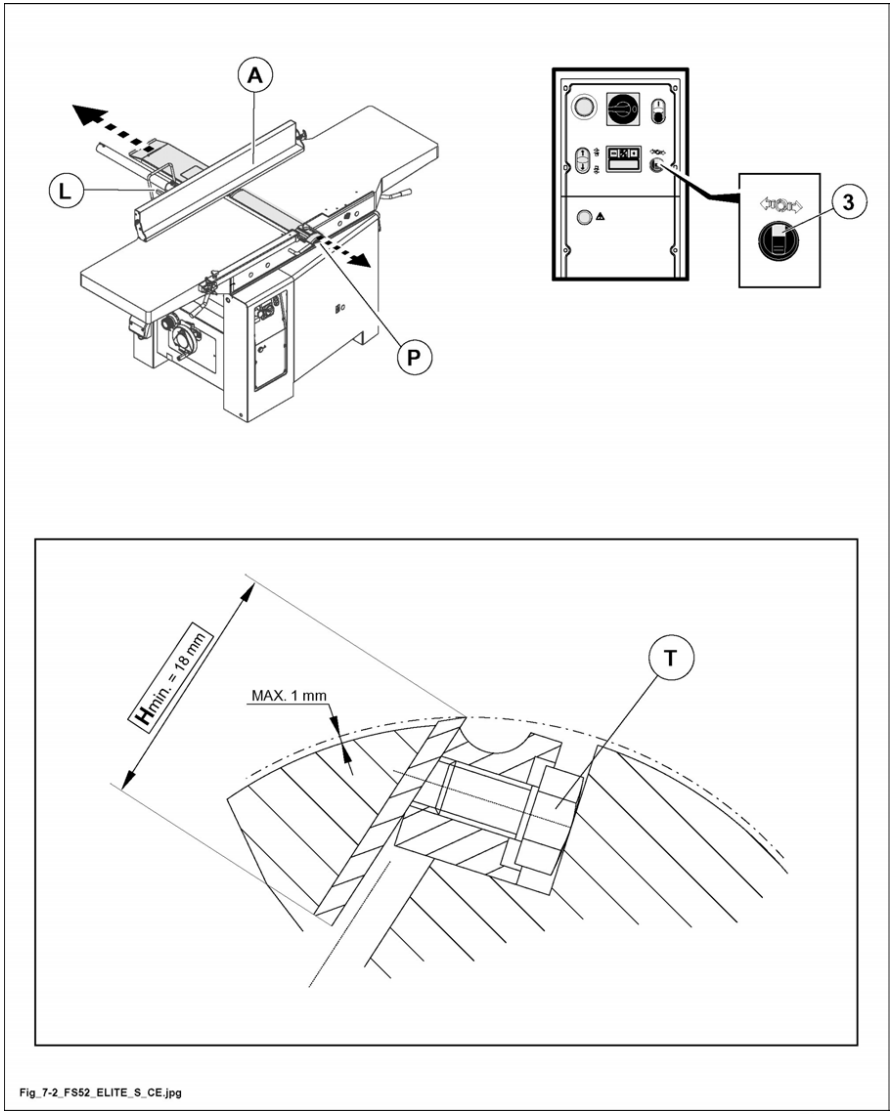

Fig. 7.2
2) Turn selector (3 fig.7.2) to (brake release).
3) Position the planing fence (A fig.7.2) at the bottom of the stroke and tighten the lever (L fig.7.2). Take off bridge guard (P fig.7.2).
5) Loosen screws (T fig.7.2) of the knives with the 7 mm wrench. The knives come out pushed by the internal springs.
8) Position again the bridge safety protection (P fig. 7.2).
9) Turn selector (3 fig. 7.2) to (brake locking).
the knife grinding is permitted up to a min. width of 18 mm (fig.7.2). When this value has been reached, replace the knife.